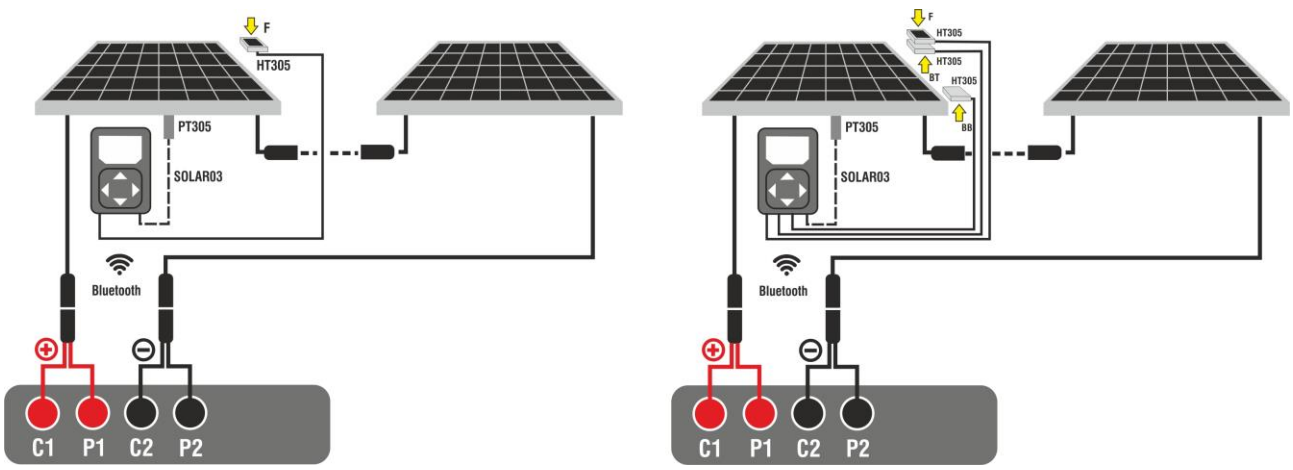

Fig. 33: Connection with remote unit SOLAR03 on Monofacial and Bifacial modules
3. Connect the instrument and the SOLAR03 remote unit to the module/string being tested as shown in Fig. 33. In detail:
- **In case of Bifacial modules→,** position the **three HT305 reference cells** on the front surface of module **(F)**, on the top back section(**BT**=**B**ack**T**op) and on the bottom back section (**BB**=**B**ack**B**ottom) of the module. Connect the front reference cell (F) to input "**INP1**", BT reference cell to input "**INP2**", BB reference cell to input "**INP3**" and **possibly** the temperature probe **PT305** to input "**INP4**" of the remote unit.
7. Bring the remote unit near the modules and connect the irradiance/temperature probes as shown in Fig. 33. **Since recording has already been activated on remote unit SOLAR03, it is not strictly necessary to maintain the Bluetooth connection anymore.** Maintaining the connection will only allow to immediately obtain the outcome of the test without waiting for the measuring campaign to be completed.